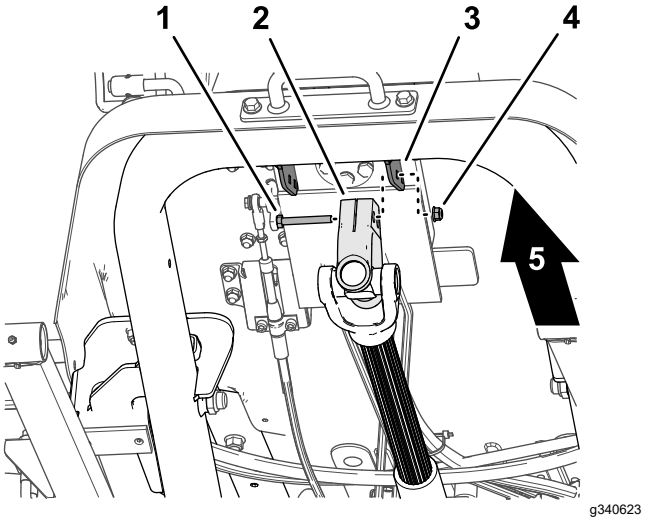

Figuur 15
1. Verwijder terwijl u de aandrijfas ondersteunt de tapbout en borgmoer waarmee het aandrijfasjuk is bevestigd aan de bevestigingsbeugel van de stuurklep (Figuur 15) en laat de aandrijfas voorzichtig zakken.